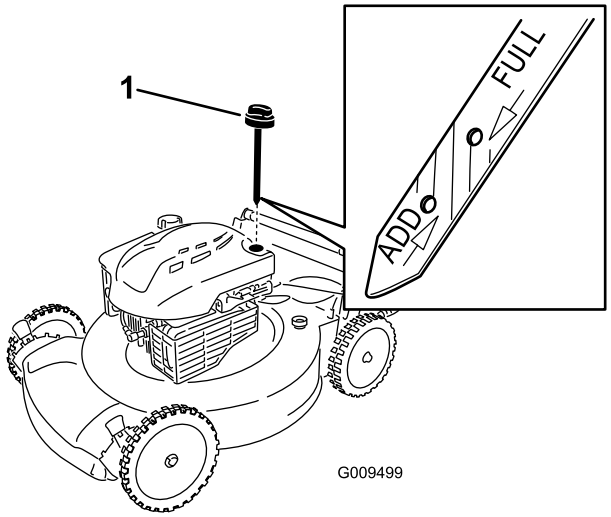

Figur 8
1. Ta ut oljestickan, torka av den och sätt sedan tillbaka den ordentligt (Figur 8).
2. Ta ut oljestickan och kontrollera oljenivån (Figur 8). Om oljenivån är under markeringen **Add** på oljestickan, fyller du **långsamt** på olja i påfyllningsröret så att nivån höjs till markeringen **Full**. **Fyll inte på för mycket.** (Maximal påfyllning: 0,59 l, typ: SAE 30 renad olja med API-klassificering SF, SG, SH, SJ, SL eller högre.)